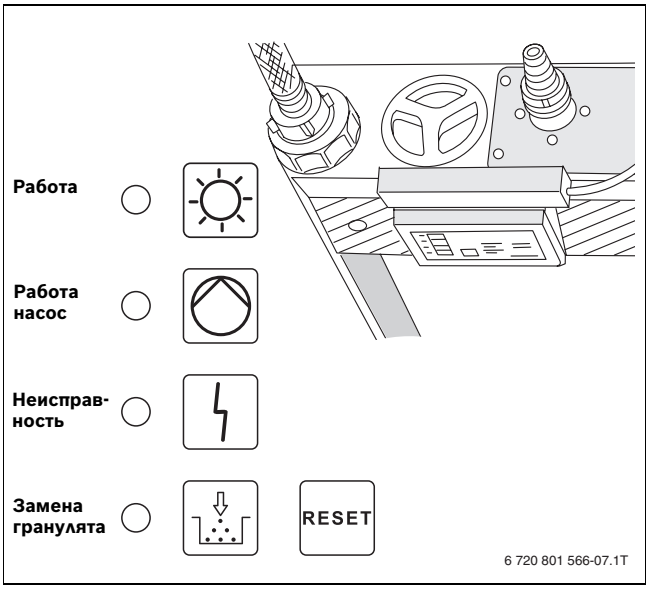

Рис. 7 Световые индикаторы
- Проверьте работу световых индикаторов (→ рис. 7).
Нарушения сигнализируются световым индикатором „Неисправность“ (→ рис. 7).